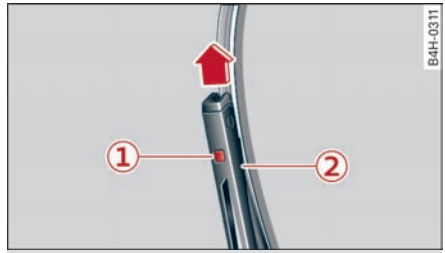

图 46 取下车窗玻璃雨刮片
▸ 按雨刮片上的锁止按钮 ① ⇨ *图 46*。此时应抓住雨刮片。